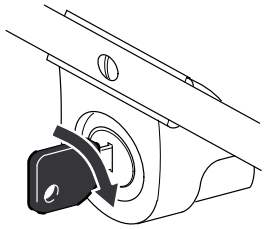

Afbeelding 13
A. Steek de sleutel in het contactslot (Afb. 13).